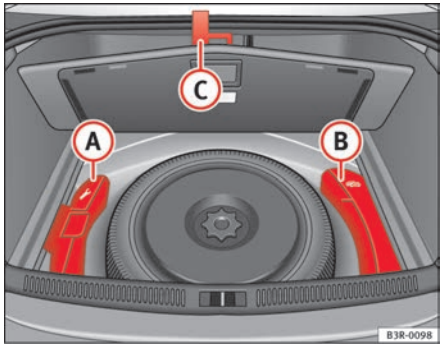

Fig. 175 Toolbox and jack
The tools (A) and jack (B) ⇒ fig. 175 are stored under the floor panel in the luggage compartment.
– Hook the handle (C) onto the luggage compartment weather-strip.